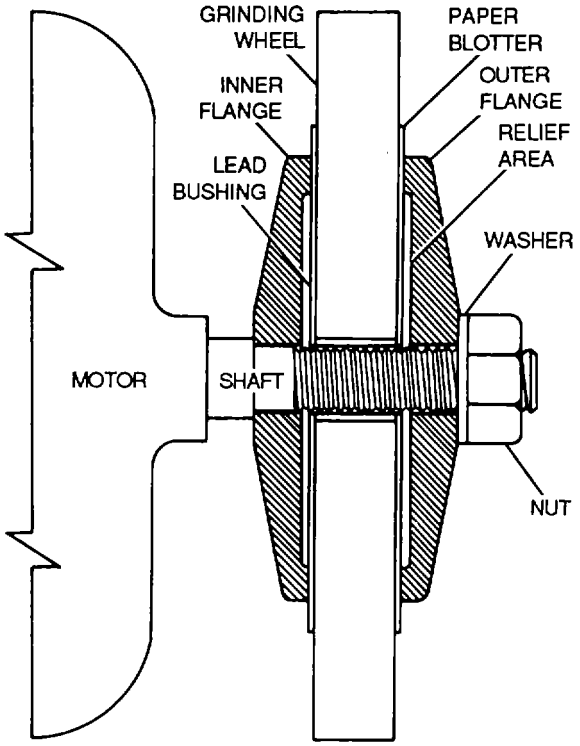

Figure 6-5. Grinding Wheel Installation
(1) Wheel abrasive type. An aluminum oxide abrasive is most suitable for grinding carbon and alloy steel, high speed steel, cast alloys and malleable iron. A silicon carbide abrasive is most suitable for grinding nonferrous metals, nonmetallic substances, and cemented carbides.
(2) Wheel coarseness. Generally, the softer and more ductile the substance being ground, the coarser the grain selected should be. Also, if a large amount is to be removed, a coarse grain wheel is recommended (except on very hard objects). If a good finish is required, a fine grain wheel should be used.
(3) Wheel hardness. For soft metals, small depth of cut, or high work speed, use a soft grade wheel. If the machine you are using is worn, a harder grade may be necessary to help offset the effects of wear of the machine. Using a coolant also permits the use of a harder grade of wheel.
d. Wheel Installation. The wheel of a grinder must be properly installed. If it is not, the wheel may operate improperly, and an accident may occur. Install a grinder wheel as follows (see figure 6-5):